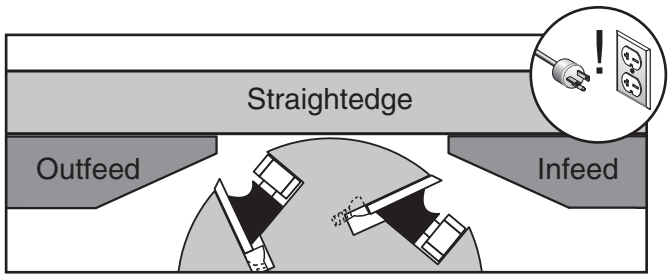

Figure 60. Checking table parallelism.
4. Rotate cutterhead until knife/insert is not at TDC, extend straightedge over both tables, raise infeed table until it contacts straightedge (see **Figure 60**), then lock infeed table.